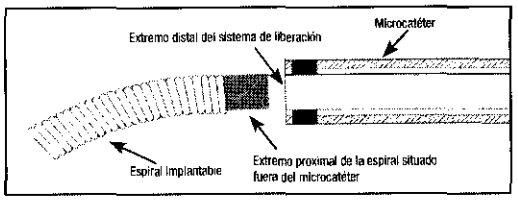

Figura 5 – Desacoplamiento de la espiral
41. Después de confirmar el desacoplamiento, saque el sistema de liberación totalmente del microcatéter. Puede que sea necesario avanzar el sistema de liberación ligeramente (el extremo distal del sistema de liberación atraviese justo el marcador de la punta del microcatéter) para asegurarse de que ninguna parte de la espiral permanezca en el microcatéter. Vea la figura 5.